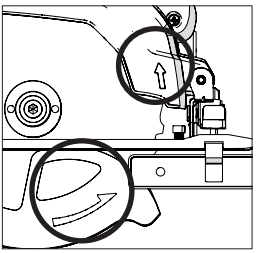

Fig. 6
- Asegúrese de que la dirección de rotación de la flecha de la hoja coincide con la dirección de la rotación de la flecha en la protección superior e inferior de la hoja de la máquina. **(Fig. 6)**